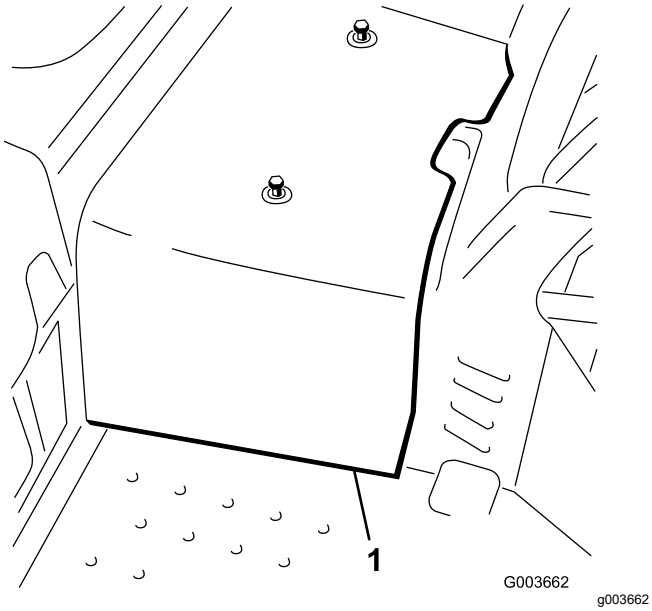

Figura 3
8. Desligue e retire o resguardo central da estrutura (Figura 3)